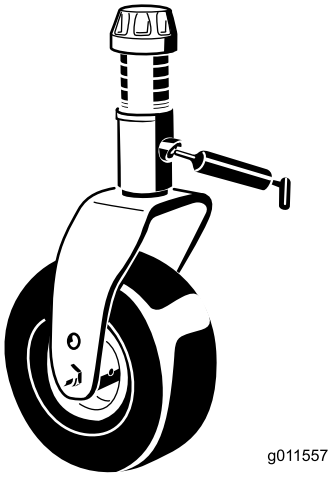

Figur 42
- 1 bussning för hjulgaffelaxeln (Figur 42)